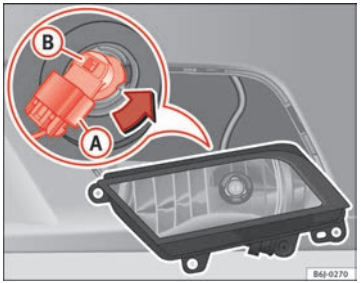

Fig. 155 Front fog light
– Remove the connector ⇒ Fig. 155 (A) from the bulb.
– Turn the bulb holder ⇒ Fig. 155 (A) anti-clockwise and pull it out of the fog light housing. ▶